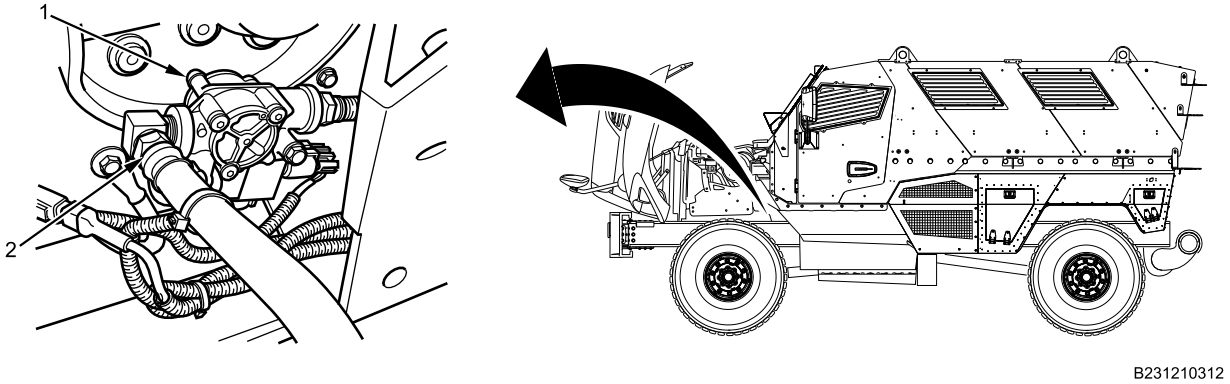

Figure 1. Left Air Line Hose.
1. Remove left air line hose (Figure 1, Item 2) from Antilock Brake System (ABS) modulator valve (Figure 1, Item 1).